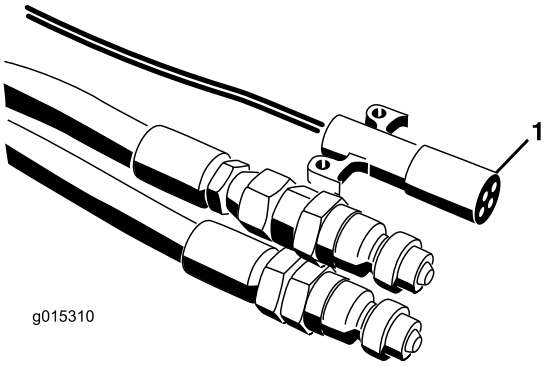
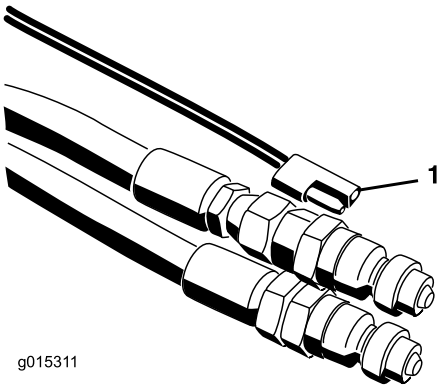

Figuur 18
Figuur 19
7. Sluit de kabelboom aan op het trekvoertuig (Figuur 18 en Figuur 19). Plaats op SH-modellen de aan-/uit-bediening binnen het bereik van de bestuurdersstoel. Controleer of de schakelaar uit staat.